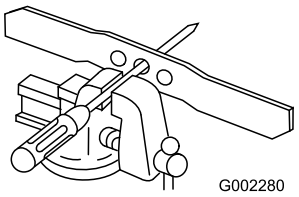

Рисунок 37
1. Проверьте балансировку ножа, поместив центральное отверстие в ноже поверх гвоздя или стержня отвертки, зажатых горизонтально в тисках (Рисунок 37).